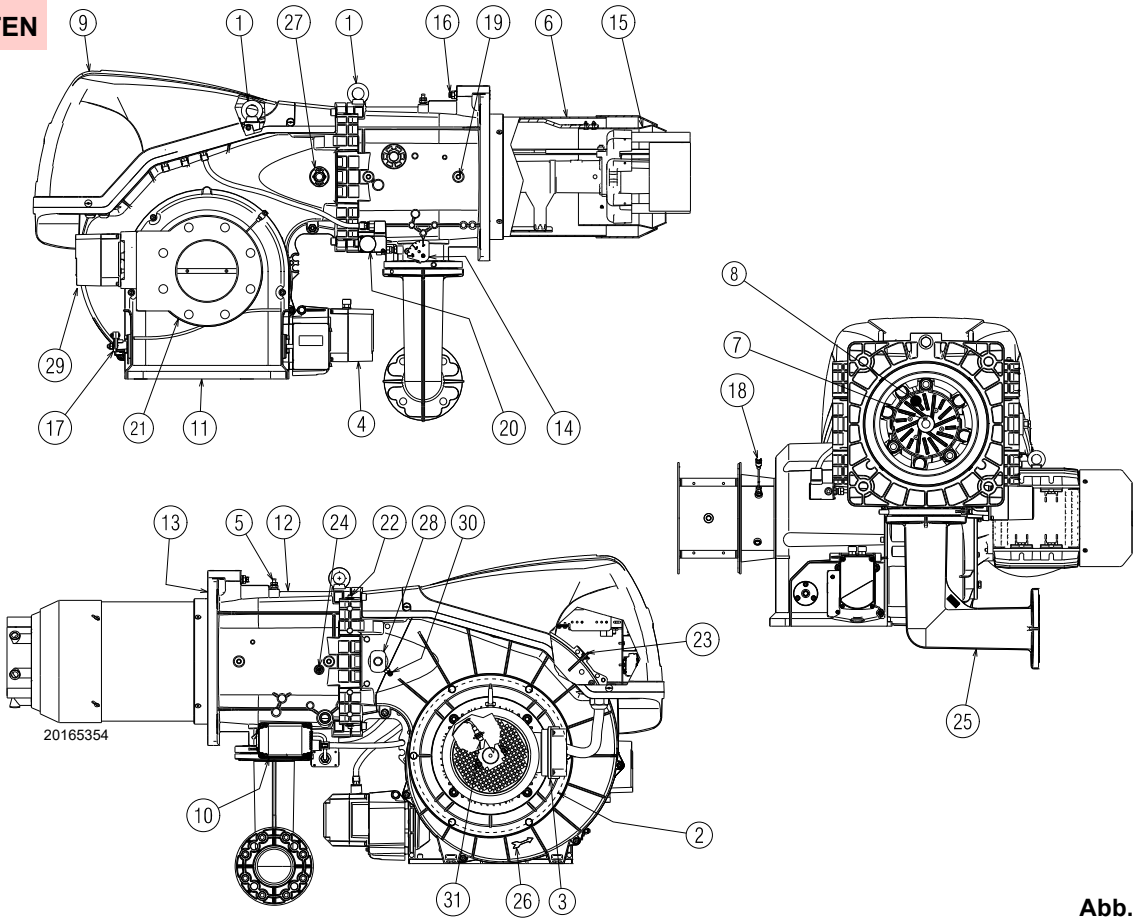

Abb. 4
(1) Bezugsbedingungen: Raumtemperatur 20 °C - Gastemperatur 15 °C - Barometrischer Druck 1013 mbar - Höhe 0 m ü.d.M.
(2) Druck am Anschluss des Druckwächters 5)(Abb. 4 auf Seite 13) bei Druck Null in Brennkammer und bei Höchstleistung des Brenners.
(3) Schalldruck, im Verbrennungslabor des Herstellers bei laufendem Brenner am Prüfkessel, bei maximaler Leistung gemessen. Die Schallleistung wird mit der von der Norm EN 15036 vorgesehenen „Free Field"-Methode mit der Messgenauigkeit „Accuracy: Category 3" gemessen, wie von der Norm EN ISO 3746 vorgeschrieben.